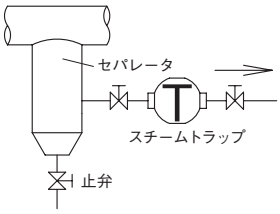

図4. 管末取付例略図
7. トラップを管末に取り付ける場合は、主管と同径のダートポケットを設け、その途中から分岐した所にトラップを設置してください。(図4参照)